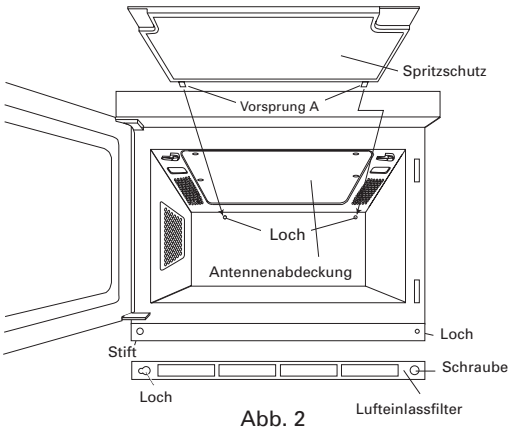

Abb. 2
Spritzschutz wie in Abb. 2 dargestellt entfernen, und Rahmen von der Abdeckung trennen.
Netzkabel von der Steckdose trennen. Die 2 Laschen, die die obere Geräteabdeckung halten, wie in Abb. 2 dargestellt zur Garraumdecke drehen, und dann die Abdeckung vorsichtig nach unten ziehen, um sie von der Garraumdecke zu trennen. Danach die Abdeckung vom Rahmen trennen. Sie wird von 4 Riegeln gehalten.
Netzkabel von der Steckdose trennen. Abdeckung wieder am Rahmen anbringen. Vorsprung A (2) in die 2 Löcher in der hinteren Garraumwand einführen, und danach Vorsprung B (2) in die 2 Löcher in der Garraumdecke wie in Abb. 2. dargestellt einführen. Laschen in ihre Ausgangsposition schieben.